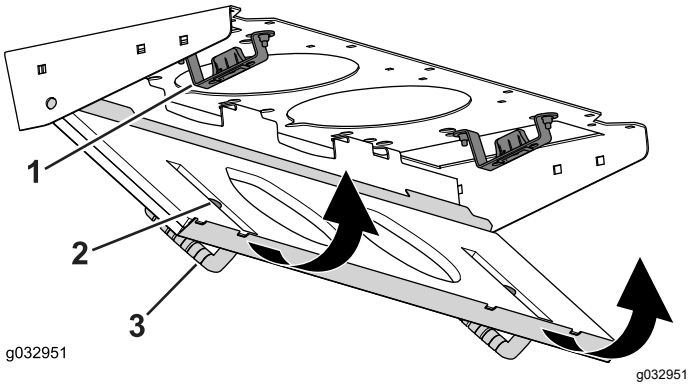

Figuur 150
4. Kantel het filterscherm rond de nokken totdat de vergrendeling aangrijpt in de grendelplaat (Figuur 150).